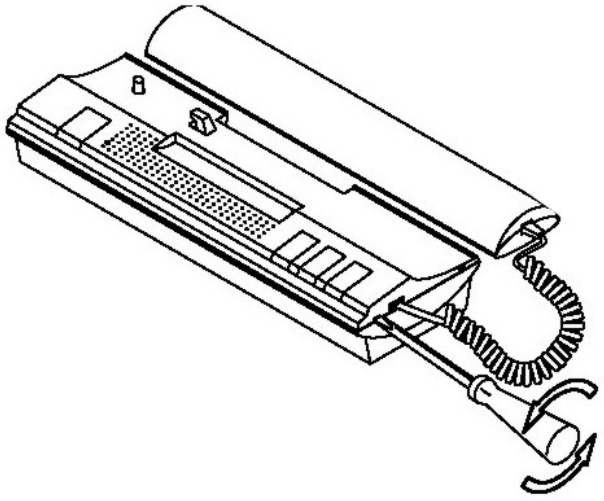

rys. 13
1) Rozłożyć obudowę unifonu zwalniając plastikowe zatrzaski przy użyciu ostrza wkrętaka (**rys. 13**).